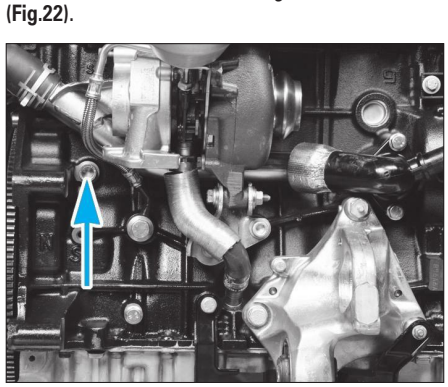

**Fig. 22**
• Ouvrir le bouchon de vidange du bloc moteur **(Fig.22)**.